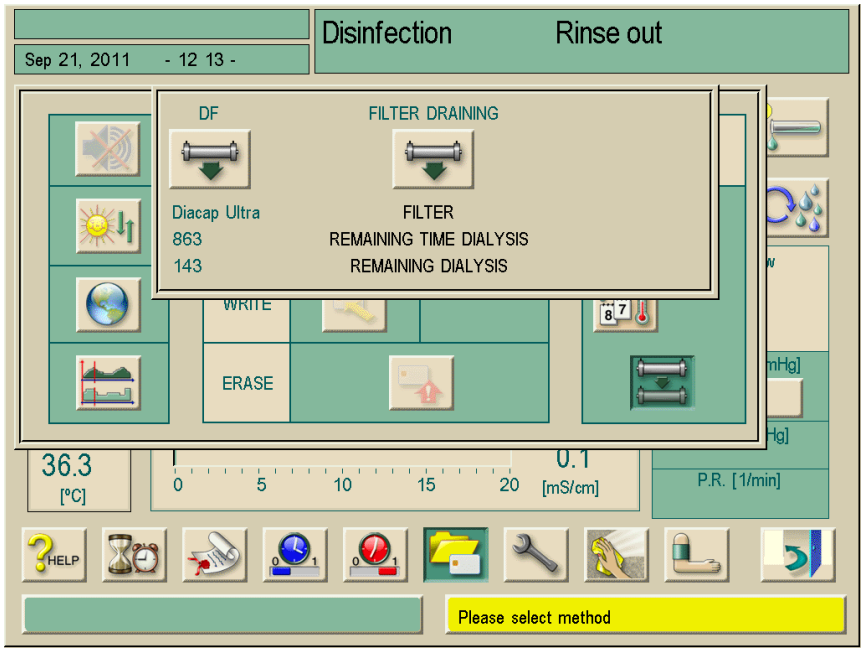

Fig. 10-25 "Filter draining" warning window
- Screen Disinfection selection is displayed, no disinfection program started (machine is in rinse out, see Fig. 10-25)